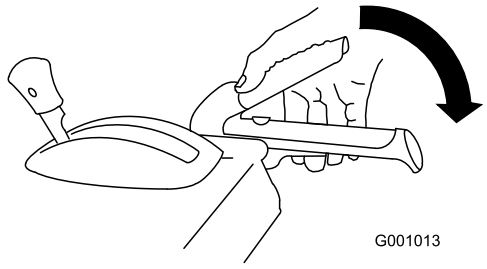

Bild 38
1. Drücken Sie zum Einkuppeln des Räumwerk-/Gebläseradantriebs den rechten Hebel (Räumwerk/Gebläserad) zum Handgriff (Bild 38).